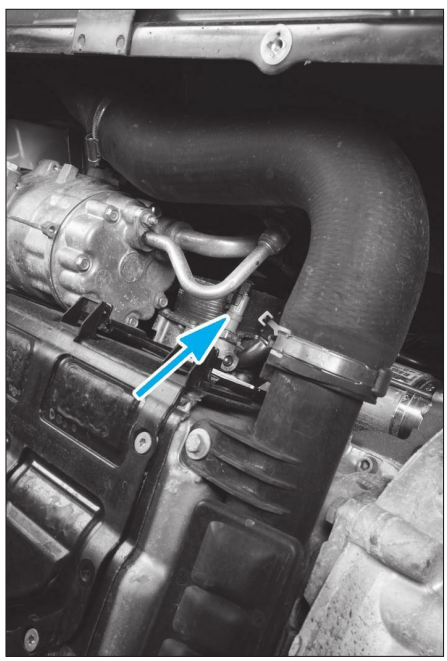

**Fig. 18**
• Débrancher puis déposer le manocontact de pression d'huile **(Fig.18)**.